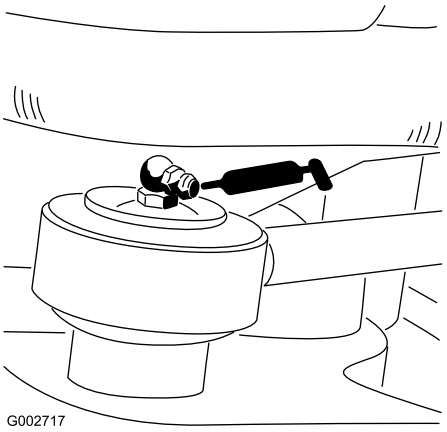

Figuur 24
- Stangeinde van stuurcilinder (1) (uitsluitend Model 08705) (Figuur 24)